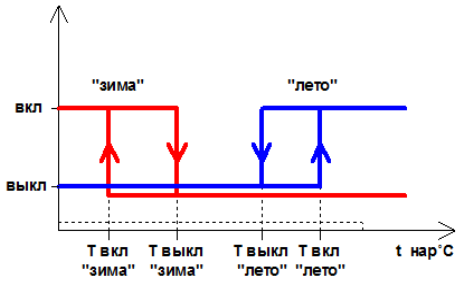

Рис. 6 График переключения климата в автоматическом режиме.
- одно из следующих условий температурного баланса (см. рис. 6):
Рис. 6а Температурный график работы роторного рекуператора.
При температуре наружного воздуха «t нар» < «t нар. выключения» (см. рис. 6а) рекуператор останавливается в целях защиты от обледенения. Это состояние доступно для наблюдения в меню и из сети диспетчеризации.
Также рекуператор может быть переключен в **«прямой» режим** уставкой «Режим уставки рекуператора» = Прямая Н31. В этом режиме (см. рис. 6б) скорость рекуператора напрямую зависит от аналогового выхода 1 нагрева/охлаждения. Зона нагрева/охлаждения делится на 2 части уставкой «Зона П рекуператора». При нагреве/охлаждении от 0 до значения этой уставки скорость рекуператора изменяется от 0 до 100. При превышении значением выхода нагрева/охлаждения этой уставки начинает подаваться сигнал на собственный выход нагрева/охлаждения АО1 и АО2 и растёт от 0 до 100%. Данный режим наиболее хорошо подходит для систем с электрическим нагревателем в контуре 1-го нагрева, когда не нужно поддерживать какой-то уровень нагрева калорифера для защиты от заморозки. Недостаток этого режима в возможной необходимости корректировки уставки зоны регулирования в процессе эксплуатации.
Рис. 6б. Работа роторного рекуператора в прямом режиме регулирования.